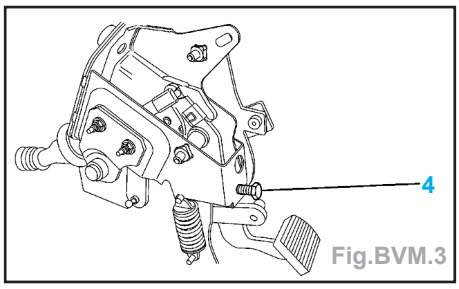

Fig.BVM.3
Nota : en cas d'impossibilité (mécanisme de rattrapage automatique bloqué) dévisser la vis (4) pour créer un jeu mini à la pédale de débrayage (Fig.BVM.3).